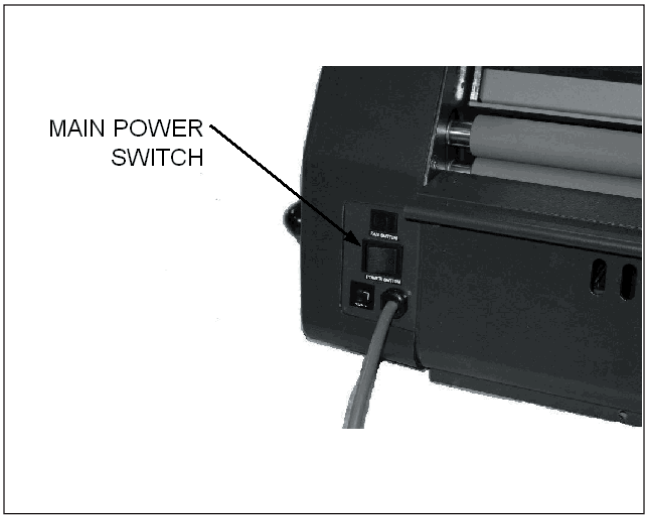

Fig. 10
1. Turn the laminator on (**I**) at the main power switch located at the back of the machine (Fig 10).